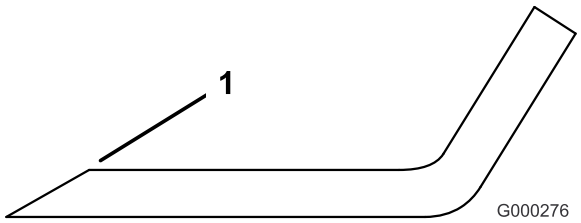

Figura 23
3. Esaminate i taglienti di tutte le lame, e affilateli se fossero ottusi o scheggiati. Affilate soltanto la parte superiore del tagliente e mantenete l'angolo di taglio originale per garantire l'affilatezza (Figura 23). La lama rimane bilanciata soltanto se viene rimossa una quantità uguale di metallo da entrambi i taglienti.